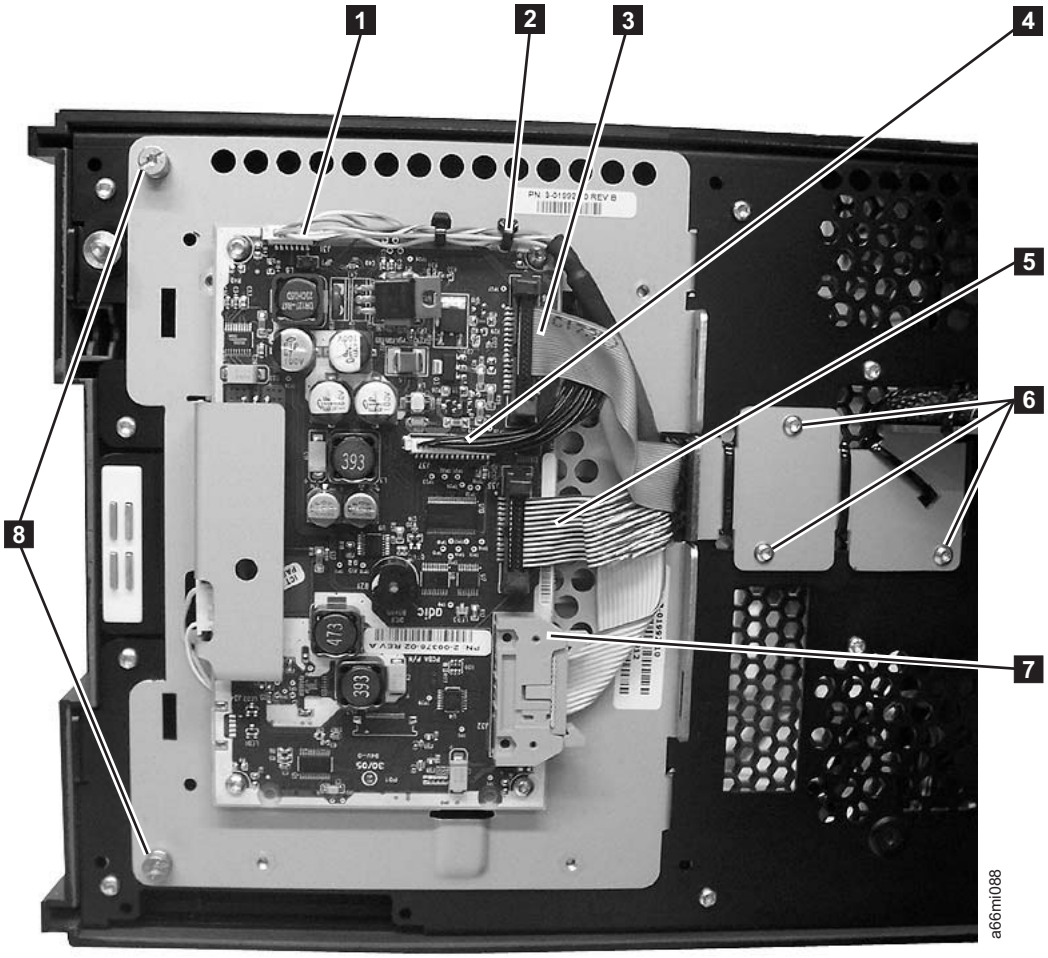

Figure 7-29. Operator Panel cabling
Operator panel problems may be caused by loose connectors. Visually check, and reseat if necessary, all of the connectors on the back of the operator panel (Figure 7-29 on page 7-30), the connector on the back of the I/O Station locking mechanism (**1** in Figure 7-27 on page 7-29), and the connectors that are located between the storage column 4 magazine and the back of the Library Control Blade (**2** and **3** in Figure 7-28 on page 7-29).
4. Disconnect the four cable connectors that are attached to the Operator Panel (see **1** , **3** , **5** , and **7** in Figure 7-29).
5. Cut the cable tie (**2** in Figure 7-29) if necessary.
6. Unscrew the two captivated screws (**8** in Figure 7-29) located on the left side of the Operator Panel.